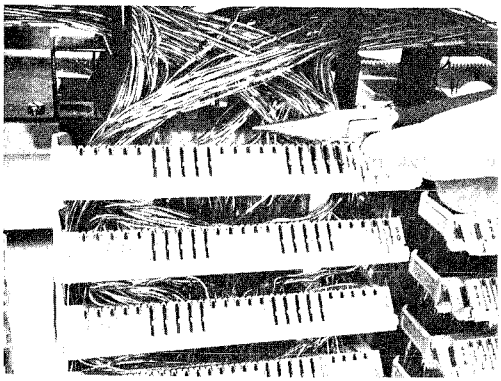

Fig. 11 — Removing Jumper Wire
5.03 Grip the jumper wire, using long nose pliers, approximately ¼" in rear of module. (See Fig. 11.)